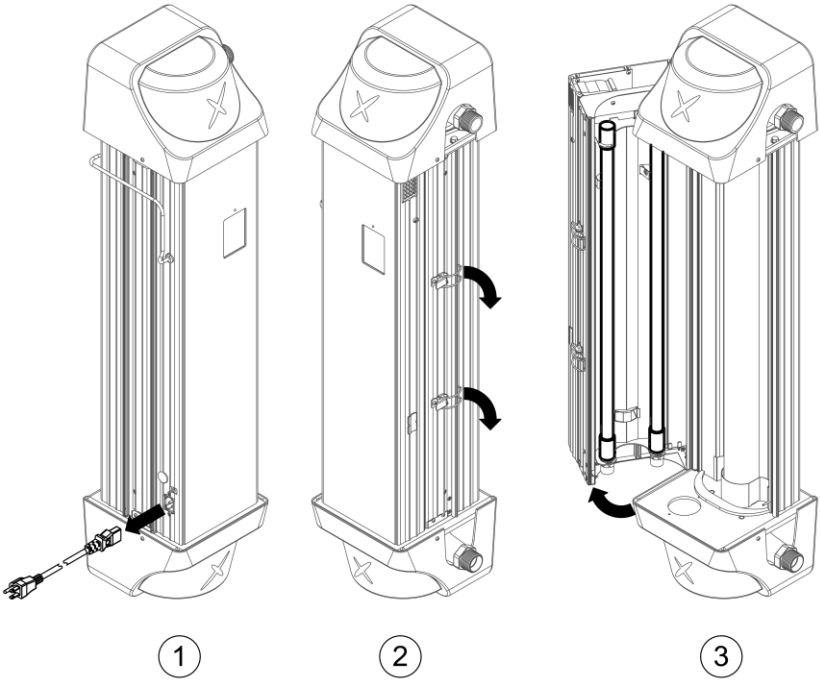

Figure 7.2
Étape 2 : Voir la figure 7.2. Ouvrez la chambre UV en défaisant le verrou situé au-dessus du centre (il peut y en avoir plusieurs). Notez où le fil de verrouillage entre en contact avec la fonction d'extrusion; celui-ci doit être re-verrouillé de la même manière.
Étape 3 : Examinez le manchon en quartz à l'intérieur et à l'extérieur - Voir la figure 7.2. S'il est propre, aucun démontage n'est requis et l'unité peut être fermée. Redémarrez l'appareil en le branchant.